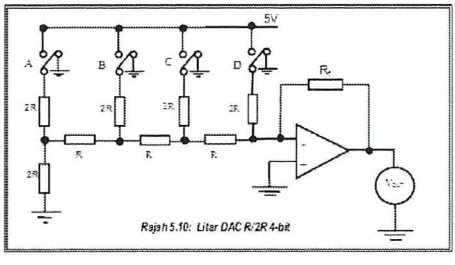

Figure 6.10
5. This configuration of op Amp and resistor can produce an analogue output voltage equal to the binary input, ABCD shown in Figure 6.10. The voltage levels for logic '0' is represented by 0V and logic '1' is represented by -5V. Calculate the output voltage for an input of 0111 if given R=1KΩ.